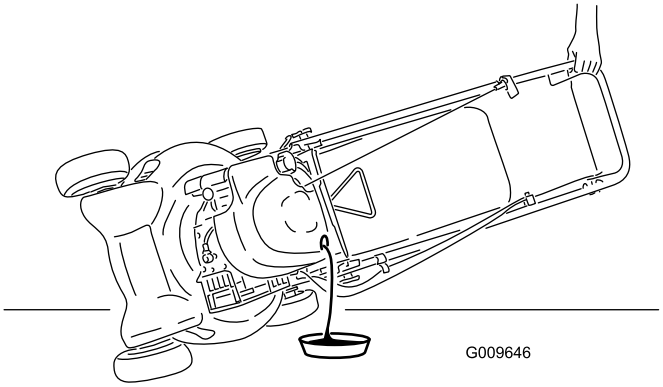

Figuur 23
3. Kantel de machine op de zijkant (met de peilstok omlaag) om de gebruikte olie via de vulbuis weg te laten lopen (Figuur 23).